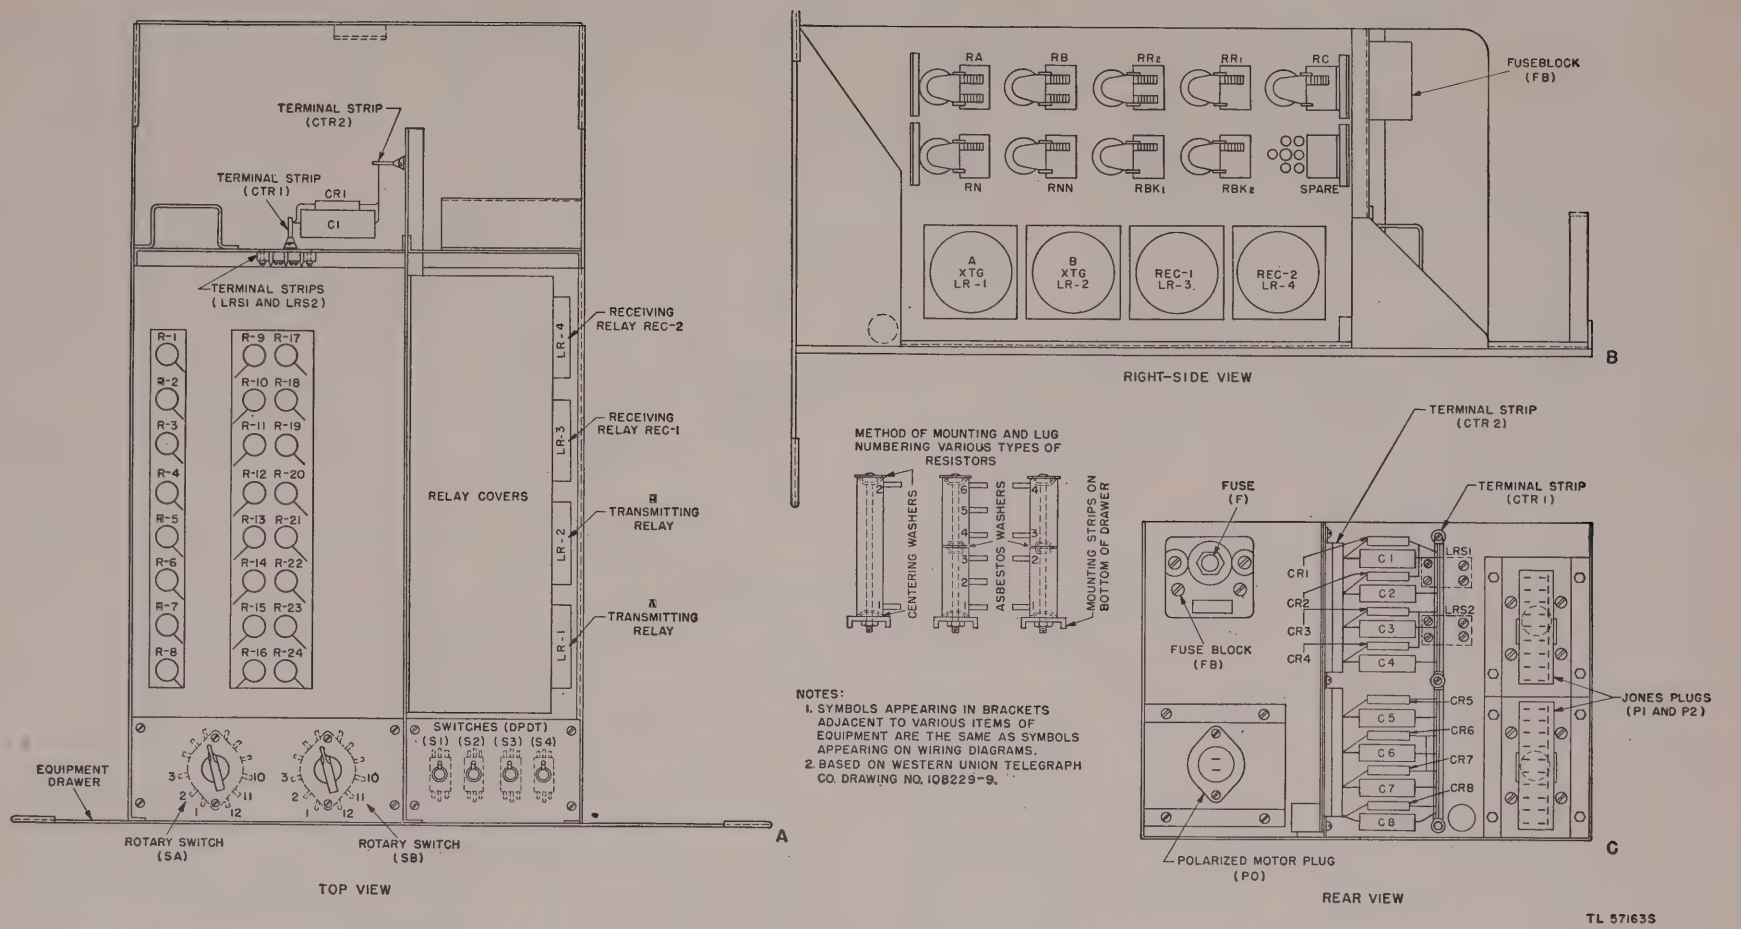

Figure 19. Equipment drawer assembly.
a. The equipment drawer (fig. 19) should be set in front of the console (fig. 4) and 27-pin plug P1, 30-pin plug P2, and the power plug, plugged into their respective sockets. After this has been accomplished the equipment drawer can be raised onto its slides and pushed back into position.